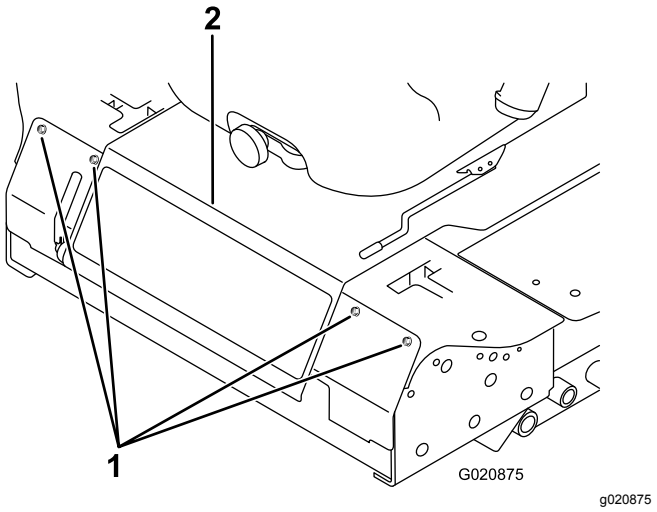

図 53
3. 前パネルを止めているボルトを外して前パネルを外す(図 53)。